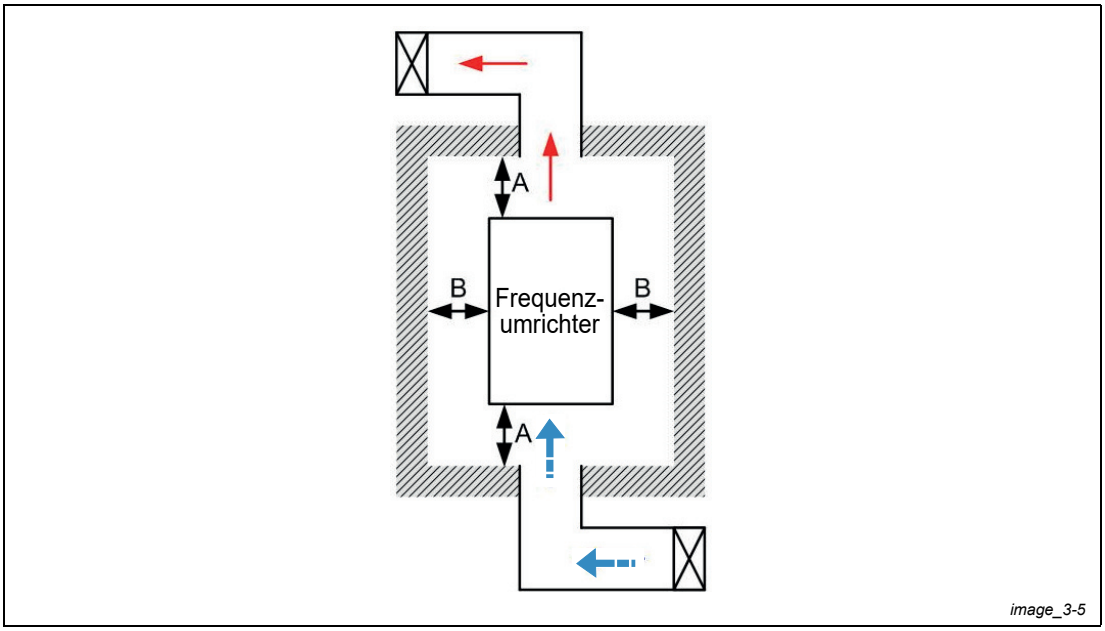

Abb. 3-4: Minimale Montageabstände (4)
- Die in der Abbildung (Abb. 3-4) angegebenen Montageabstände gelten für den Einbau des Frequenzumrichters in einem offenen Bereich. Beachten Sie bitte die folgenden drei Regeln, wenn Sie den Frequenzumrichter in einen geschlossenen Raum (wie einen Schaltschrank oder Schaltkasten) einbauen:
① Halten Sie die minimalen Montageabstände ein.
② Sorgen Sie durch zusätzliche Kühlventilatoren bzw. Kühlgeräte für eine ausreichende Wärmeabfuhr, damit die Umgebungstemperatur des Frequenzumrichters kleiner als die zulässige Betriebstemperatur ist.
③ Beachten Sie die Einstellungen der Parameter Pr. 00-16, Pr. 00-17 und Pr. 06-55.